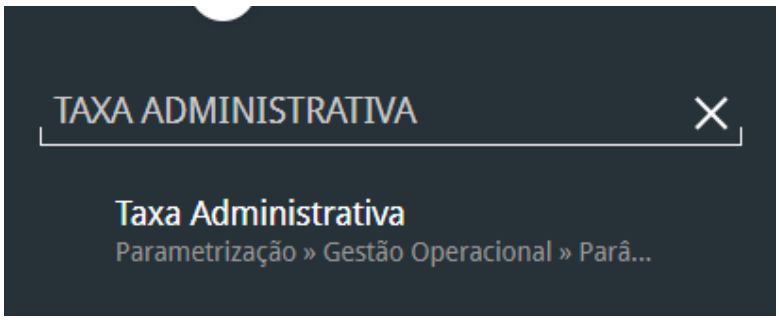

Figura 56: Caminho
2. Digite **Taxa Administrativa** na barra de pesquisa (Figura 56) e selecione o resultado correspondente.